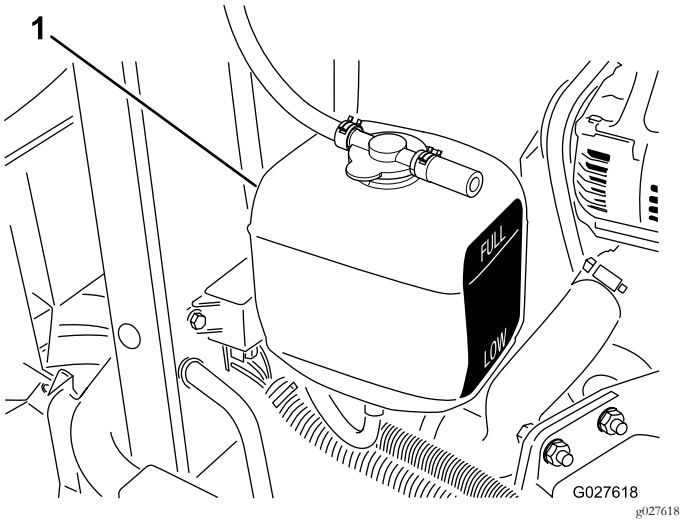

Figur 41
1. Kontroller kjølemiddelnivået i ekspansjonstanken (Figur 41).